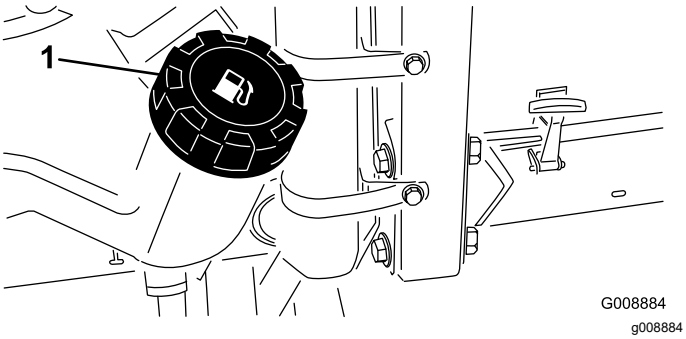

**Figur 26**
1. Rengjør området rundt drivstofftanklokket (Figur 26).